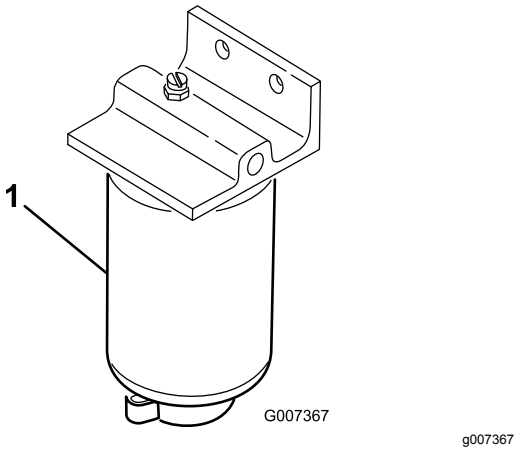

Rysunek 41
2. Oczyść obszar wokół miejsca zamontowania filtra (Rysunek 41).
4. Odkręć korek spustowy filtra i otwórz odpowietrznik (Rysunek 41).